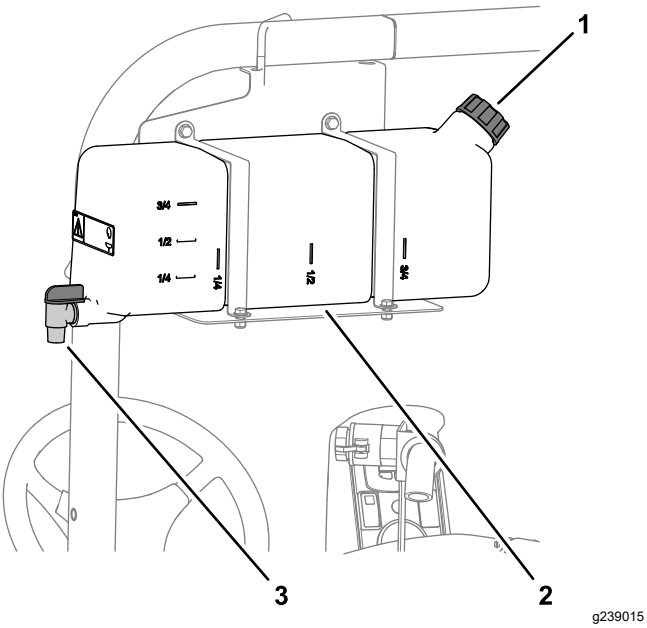

Rysunek 18
- Aby napełnić zbiornik, odkręć korek u góry zbiornika, wlej do niego czystą wodę i zakręć korek (Rysunek 18).
- Aby otworzyć kran czystej wody, przekręć dźwignię na kranie (Rysunek 18).